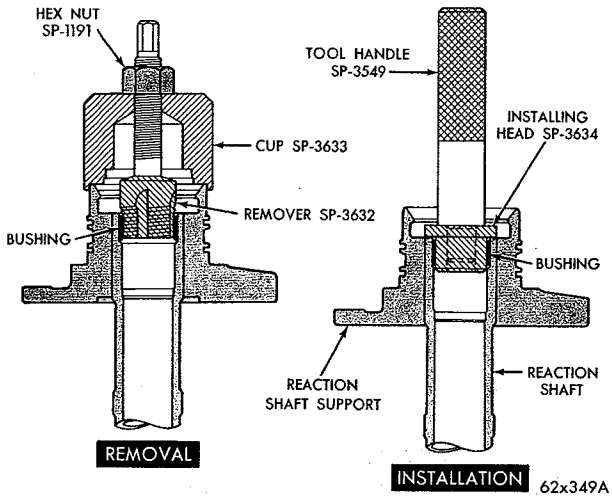

***Fig. 77—Replacing Reaction Shaft Bushing***
(1) Assemble remover Tool SP-3632, cup Tool SP-3633, and hex nut Tool SP-1191 (Fig. 77).
(2) With cup held firmly against reaction shaft, thread remover into bushing as far as possible by hand.
(3) Use a wrench to screw remover into bushing 3 to 4 additional turns to firmly engage threads in the bushing.
(4) Turn hex nut down against the cup to pull bushing from reaction shaft. Thoroughly clean reaction shaft to remove chips made by removing threads.
(5) Lightly grip bushing in a vise or with pliers and back tool out of the bushing. Be careful not to damage threads on bushing remover.
(6) Slide a new bushing (chamfered end first) on installing head Tool SP-3634, and start them in the bore of reaction shaft (Fig. 77).
(7) Support reaction shaft upright on a clean smooth surface and install handle Tool SP-3549 in installing head. Drive bushing into shaft until tool bottoms.
(8) Thoroughly clean reaction shaft support assembly before installation.